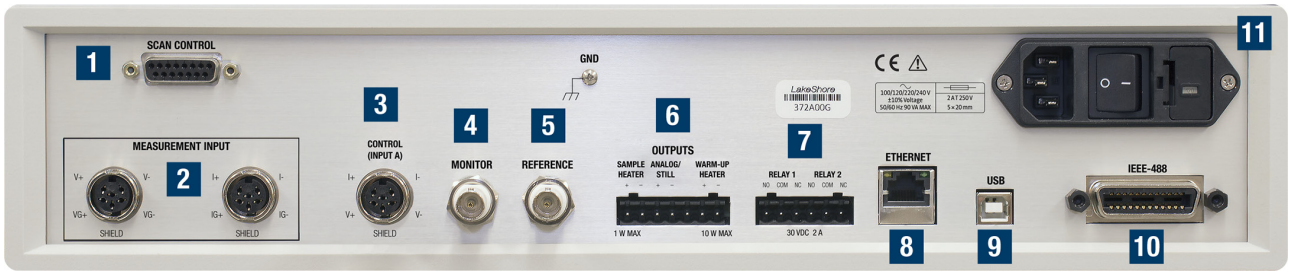

FIGURE 3-1 ***Model 372 rear panel***
This section provides a description of the Model 372 rear panel connections. The rear panel consists of the measurement input connectors (#2 in FIGURE 3-1), scanner control connector (1), control input connector (3), diagnostic monitor output connector (4), reference output connector (5), sample heater, warm-up heater and analog output terminal block connector (6), relays 1 and 2 terminal block connector (7), RJ-45 Ethernet interface (8), USB type-B port (9), IEEE-488 interface (10), and the line input assembly (11). Refer to section 8.10 for rear panel connector pin-out details.